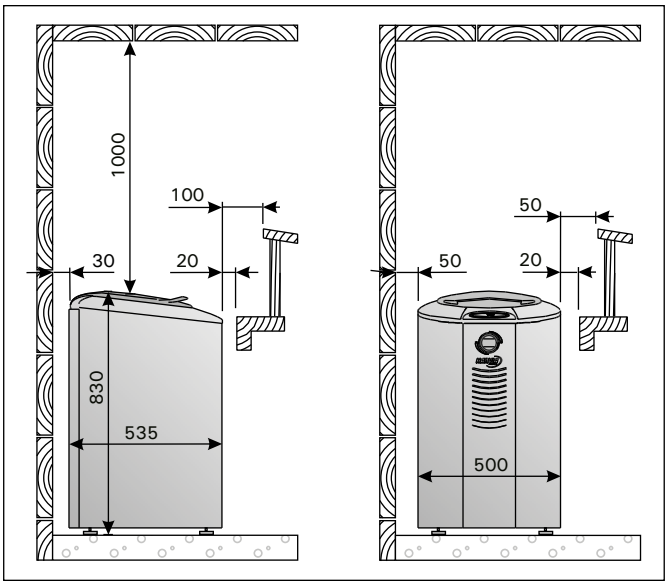

Рис. 7. Расстояния безопасности (мин.)
- при расположении каменки выполняются условия минимальных расстояний, изображенных на рис. 7.
При установке защитного ограждения вокруг каменки следует соблюдать расстояния, указанные на рис. 7.